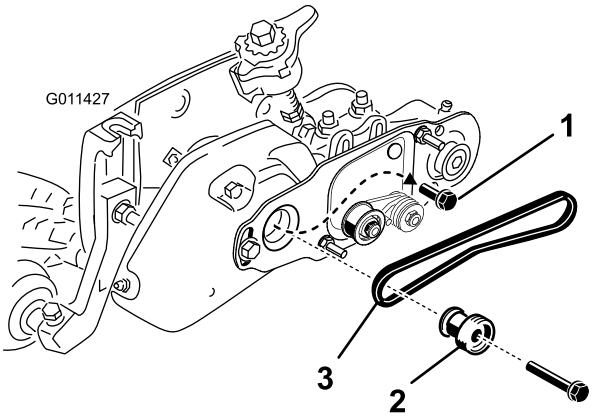

Figure 31
42. Retirez le boulon fixant la poulie du groomer à l'arbre d'entraînement (Figure 31).
43. Insérez la poulie d'entraînement de la brosse dans la poulie d'entraînement du groomer et sur l'arbre d'entraînement (Figure 31). Assurez-vous que les languettes de la poulie sont placées dans la fente de l'arbre d'entraînement.
44. Appliquez du Loctite sur le filetage du boulon à embase 3/8 x 2 pouces. Fixez la poulie d'entraînement avec le boulon à embase (Figure 31). Serrez la lame à un couple de 46 à 54 N·m.